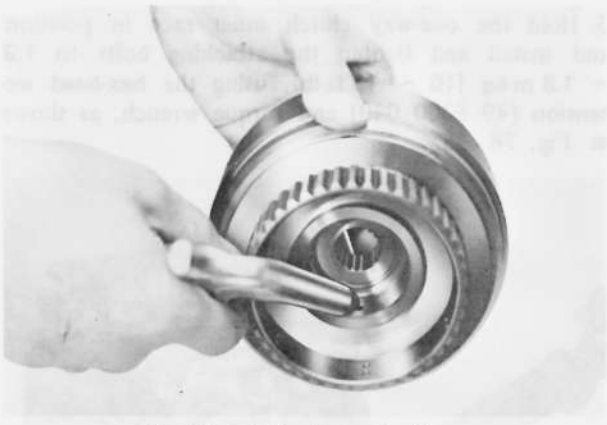

Fig. 7B–30 Blowing out piston
5. Apply air pressure to the clutch piston pressure hole in the clutch drum, as shown in Fig. 7B–30, and remove the piston.